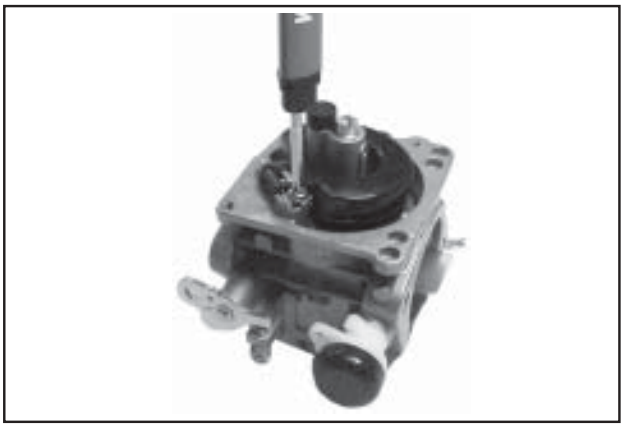

Figure 5-24. Installing Float Assembly.
11. Install the float and inlet needle down into the seat and carburetor body. Insert the new pivot pin through the float hinge and secure with the new retaining screw. See Figure 5-24.